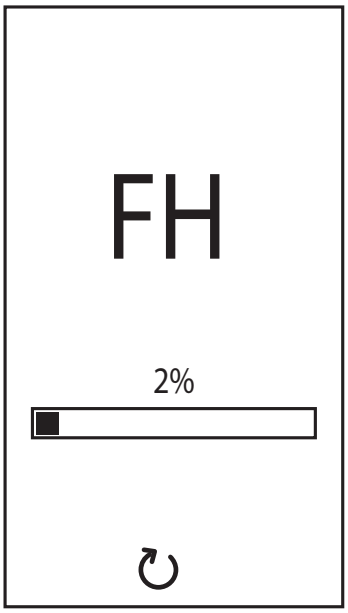

рис. 8- Выпуск воздуха с включенным вентилятором
- В течение последующих 20 секунд на дисплее высвечивается символ "**FH"**, обозначающий цикл стравливания воздуха из системы отопления при работающем вентиляторе (рис. 8).